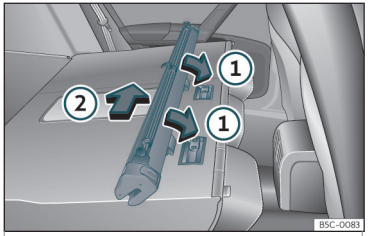

Fig. 123 Montaggio della rete divisoria sugli schienali del sedile posteriore.
- Posizionare la scatola della rete nelle rientranze della guida seguendo la direzione indicata dalle frecce››› **fig. 123** ①.
- Spingere la scatola verso il lato sinistro del veicolo nel senso della freccia››› **fig. 123** ② fino a fine corsa.
- Tirare la scatola della rete spostandola di circa 5 cm in senso contrario a quello indicato dalla freccia››› **fig. 123** ②.
- Estrarre la scatola dalla guida tirando in direzione contraria rispetto alle frecce ››› **fig. 123** ①.